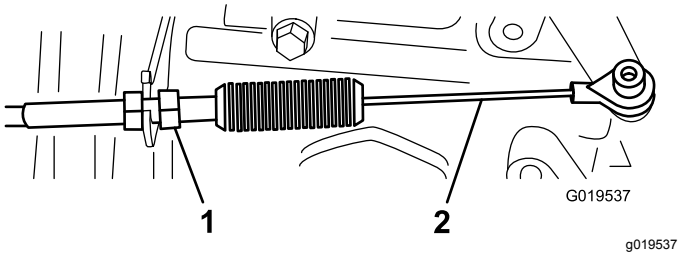
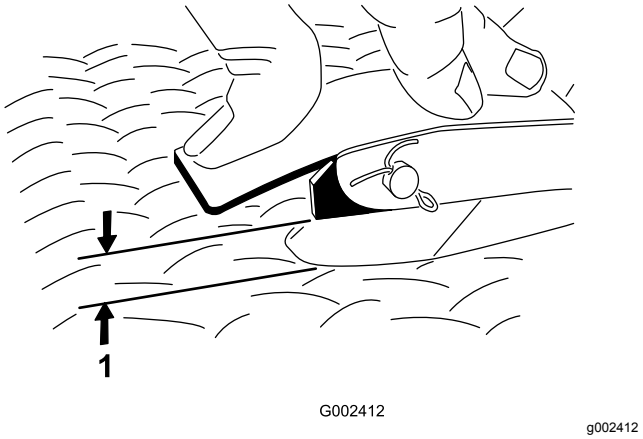

**Rysunek 68**
**Rysunek 69**
2. Wyreguluj przegub kulowy na lince przyspieszania (Rysunek 68) tak, aby uzyskać odstęp od 2,54 do 6,35 mm między ramieniem pedału przyspieszania a górną powierzchnią żebrowanej płyty podłogowej (Rysunek 69), gdy do środka pedału zostanie przyłożona siła 11,3 kg.
3. Dokręć nakrętkę zabezpieczającą (Rysunek 68).